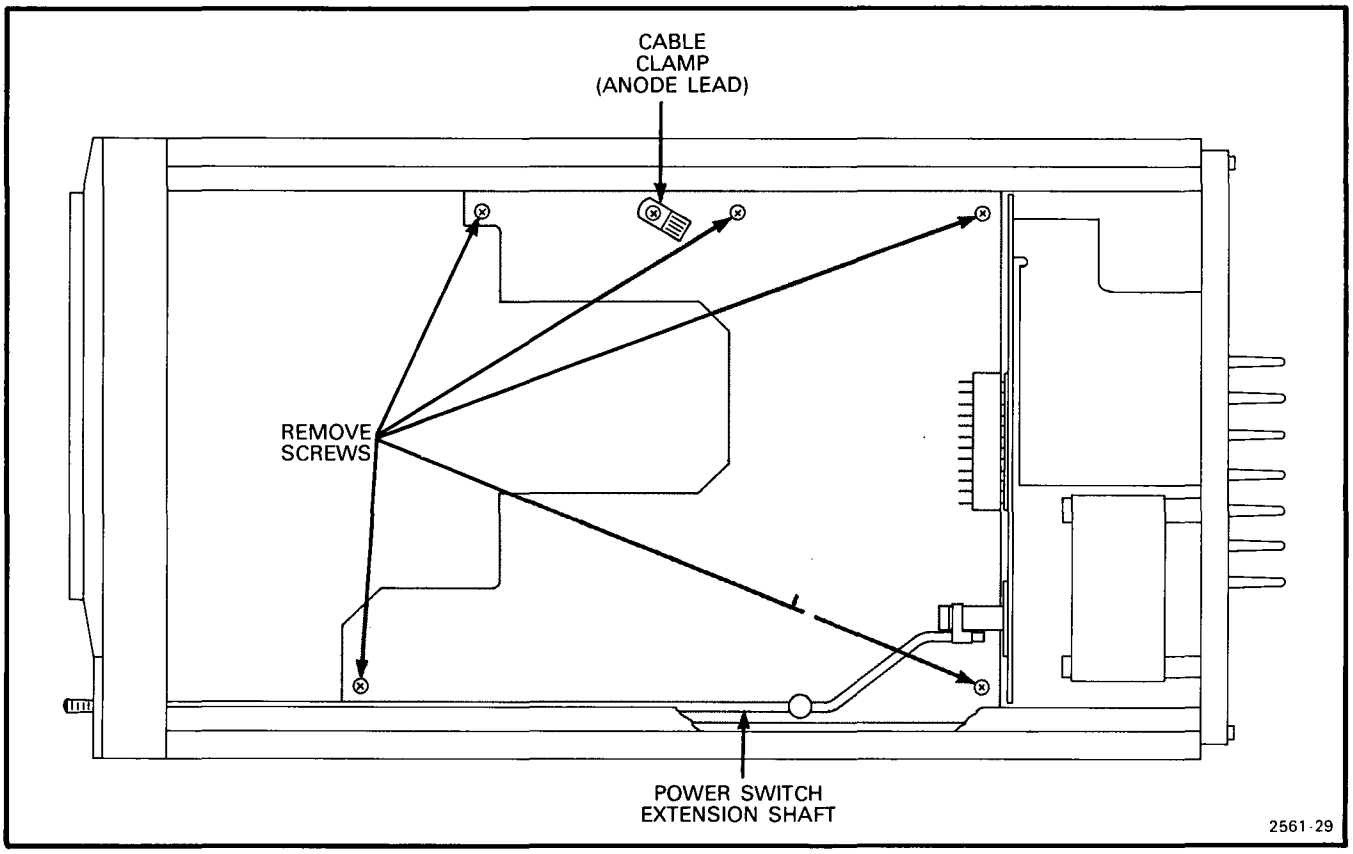

Figure 5-9. Interface board mounting screw locations.
3. Disconnect the extension shaft from the Power switch and pull the shaft forward to clear the nylon guide mounted on the Interface board. See Figure 5-9.
5. Remove the five screws mounting the board to the rail clamps. See Figure 5-9.